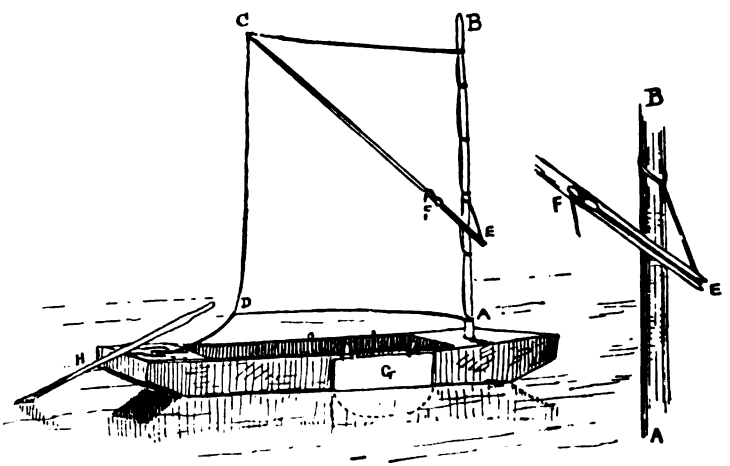
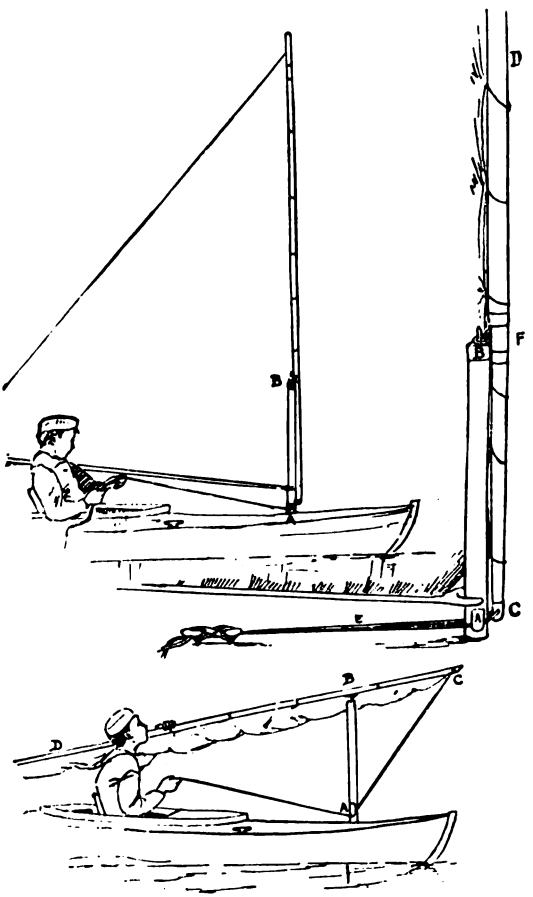
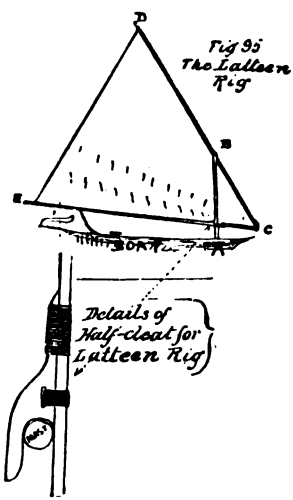

FIG. 92.
FIG. 94.—A New Device.
FIG. 95.—The Latteen Rig.
"I will suppose that the reader has the use of a broad, flat-bottomed boat without any rudder. (See Fig. 92.) She can-
"Lace the luff of the sail to the mast so that its lower edge will swing clear by a foot or so of the boat's sides. Make fast to the loop at D a stout line, ten or twelve feet long. This is called the 'sheet,' and gives control of the sail. The upper end of the sprit, C, E, is trimmed so that the loop at C will fit over it but not slip down. The lower end is simply notched to receive a short line called a 'snotter,' as shown in the detailed drawing at the right of the cut (Fig. 92). It will be readily understood that, when the sprit is pushed upward in the direction of C, the sail will stand spread out. The line is placed in the notch at E and pulled up until the sail sets properly, when it is made fast to a cleat or to a cross piece at F. This device is in common use and has its advantages, but a simple loop for the foot of the sprit to rest in is more easily made and will do nearly as well. H is an oar for steering. Having thus de-
"Fig. 94 shows a device, published for the first time in the *St. Nicholas Magazine* for September, 1880, which enables the sailor to step and unstep his mast, and hoist or lower his sail without leaving his seat—a matter of great importance when the boat is light and tottlish, as in the case of that most beautiful of small craft, the modern canoe, where the navigator sits habitually amidships. The lower mast (A, B, Fig. 94) stands about two and a half feet above the deck. It is fitted at the head with a metal ferrule and pin, and just above the deck with two half-cleats or other similar devices (A). The topmast (C, D) is fitted at F with a stout ring, and has double halyards (E) rove through or around its foot. The lower mast being in position (see lower part of Fig. 94), the canoeist desiring to make sail brings the boat's head to the wind, takes the top-mast with the sail loosely furled in one hand, and the halyards in the other. It is easy for him by raising this mast, without leaving
his seat, to pass the halyards one on each side of the lower mast and let them fall into place close to the deck under the half-cleats at A. Then, holding the halyards taut enough to keep them in position, he will hook the topmast ring over the pin in the lower mast-head and haul away (see top part of Fig. 94). The mast will rise into place, where it is made fast. A collar of leather, or a knob of some kind, placed on the topmast just below the ring, will act as a fulcrum when the halyards are hauled taut, and keep the mast from working to and fro.
is recommended only for boats which are 'stiff'—not tottlish, that is. The fact that a considerable portion of the sail projects forward of the mast renders it awkward in case of a sudden shift of wind. Its most convenient form is shown in Fig. 95. The arrangement for shipping and unshipping the yard is precisely like that shown in Fig. 94—a short lower mast with a pin at the top and a ring fitted to the yard. It has a boom at the foot which is joined to the yard at C by means of a hook or a simple lashing, having sufficient play to allow the two spars to shut up together like a pair of dividers. The boom (C, E) has, where it meets the short lower mast, a half cleat or jaw, shown in detail at the bottom of the cut (Fig. 95), the circle representing a cross section of the mast. This should be lashed to the boom, as screws or bolts would weaken it. To take in sail, the boatman brings the boat to the wind, seizes the boom and draws it toward him. This disengages it from the mast. He then shoves it forward, when the yard (C, D) falls of its own weight into his hands, and can be at once lifted clear of
the spread of sail when the wind becomes too fresh. If you will look at Fig. 95 you will see rows of short marks on the sail above the boom. These are 'reef-points'—bits of line about a foot long passing through holes in the sail, and knotted so that they will not slip. In reefing, the sail is lowered and that portion of it between the boom and the reef-points is gathered together, and the points are tied around both it and the boom. When the lower row of points is used it is a single reef. Both rows together are a double reef.
"Make your first practical experiment *with a small sail and with the wind blowing toward the shore.* Row out a little way, and then sail in any direction in which you can make the boat go, straight back to shore if you can, with the sail out nearly at right angles with the boat. Then try running along shore with the sheet hauled in a little, and the sail on the side nearest the shore. You will soon learn what your craft can do, and will probably find that she will make very little, if any, headway to windward. This is partly because she slides sidewise over the water. To prevent it you may use a 'lee-board'—namely, a broad board hung over the side of the boat (G, Fig. 92). This must be held by stout lines, as the strain upon it is very heavy. It should be placed a little forward of the middle of the boat. It must be on the side away from the wind—the lee side—and must be shifted when you go about. Keels and centre-boards are permanent contrivances for the same purpose, but a lee-board answers very well as a makeshift, and is even used habitually by some canoeists and other boatmen.
the end of the tiller. When the handle of the oar (H, Fig. 92) —or the tiller (F, Fig. 95) if a rudder is used—is pushed to the right, the boat will turn to the left, and *vice versâ*. The science of steering consists in knowing when to push and how much to push—very simple, you see, in the statement, but not always so easy in practice.